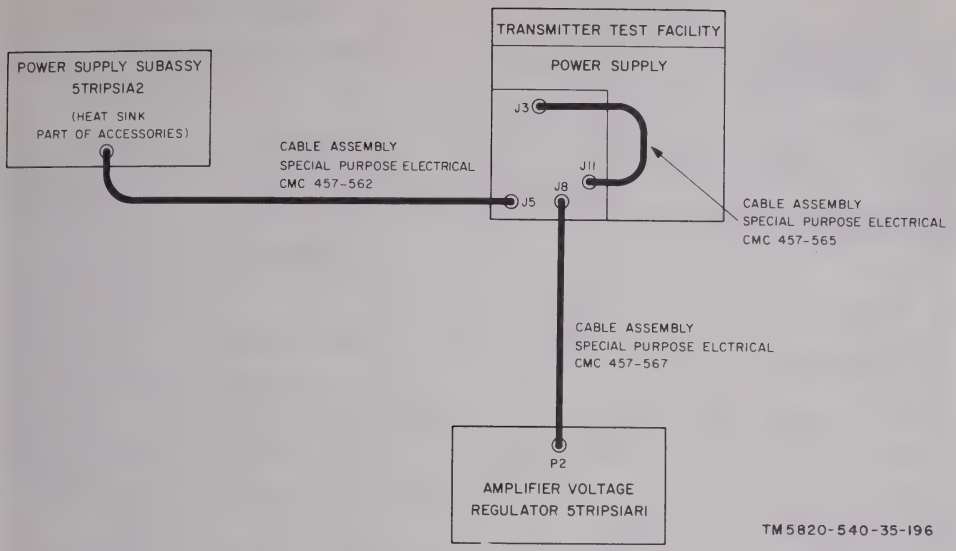

Figure 4-49. Voltage regulator amplifier 5TR1PS1AR1, test setup.
(1) Remove both covers from the unit under test.
(2) Open the test facility power supply door and remove the jumpers between J4 and J5, J7 and J8, J10, and J11 connectors.
(3) Connect the test equipment as shown in figure 4-49.
(4) Place the unit under test in front of the air outlet so that airflow is directed over the heat sink.
(5) Set the test facility switches as follows: